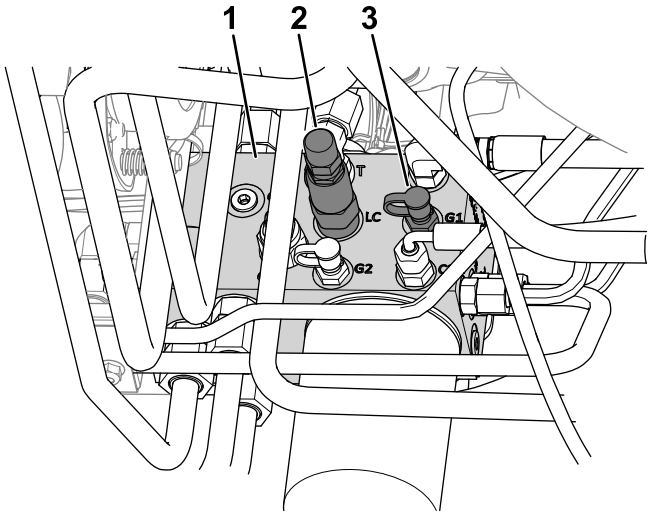

**Figuur 21**
4. Sluit een drukmeter aan op de testpoort (met de aanduiding G1; zie Figuur 21).
2. Gewichtoverbrengingsspoel (LC)
5. Verwijder aan de zijde van het hefverdeelstuk de dop van de testpoort (met de aanduiding G1; zie Figuur 21).
6. Maak de contramoer aan het einde van de gewichtoverbrengingsspoel (met de aanduiding LC; zie Figuur 21) los.